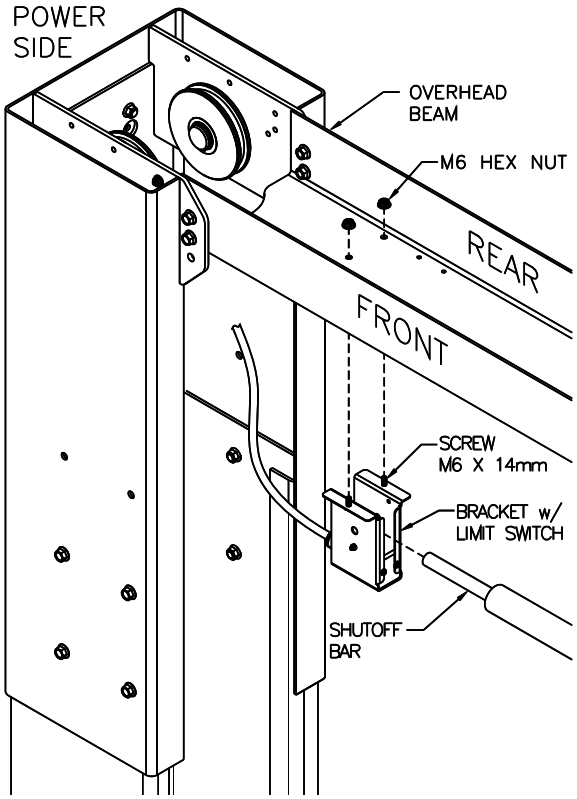

Fig. 9 – Overhead Limit Switch Power Side
29) Attach the Overhead Limit Switch to the rear set of holes on the Power Side of the Overhead Beam using the hardware already attached to the switch bracket, **Fig. 9.**